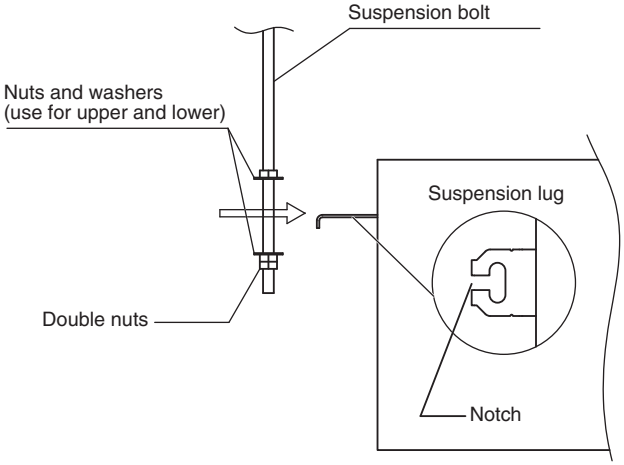

Fig. 2-119
(3) Thread the 3 hexagonal nuts and 2 washers (field supply) onto each of the 4 suspension bolts (Figs. 2-119 and 2-120). Use 1 nut and 1 washer for the upper part, and 2 nuts and 1 washer for the lower part, so that the unit will not fall off the suspension lugs.